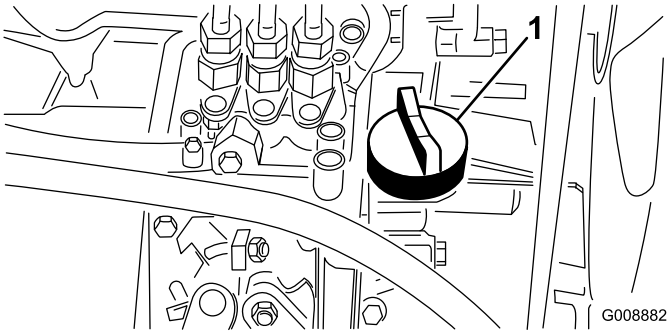

Figur 21
4. Hvis oliestanden er lav, skal du fjerne oliepåfyldningsdækslet (Figur 21) og gradvist fylde små mængder olie på og ofte kontrollere oliestanden, indtil den når FULL-mærket på målepinden.